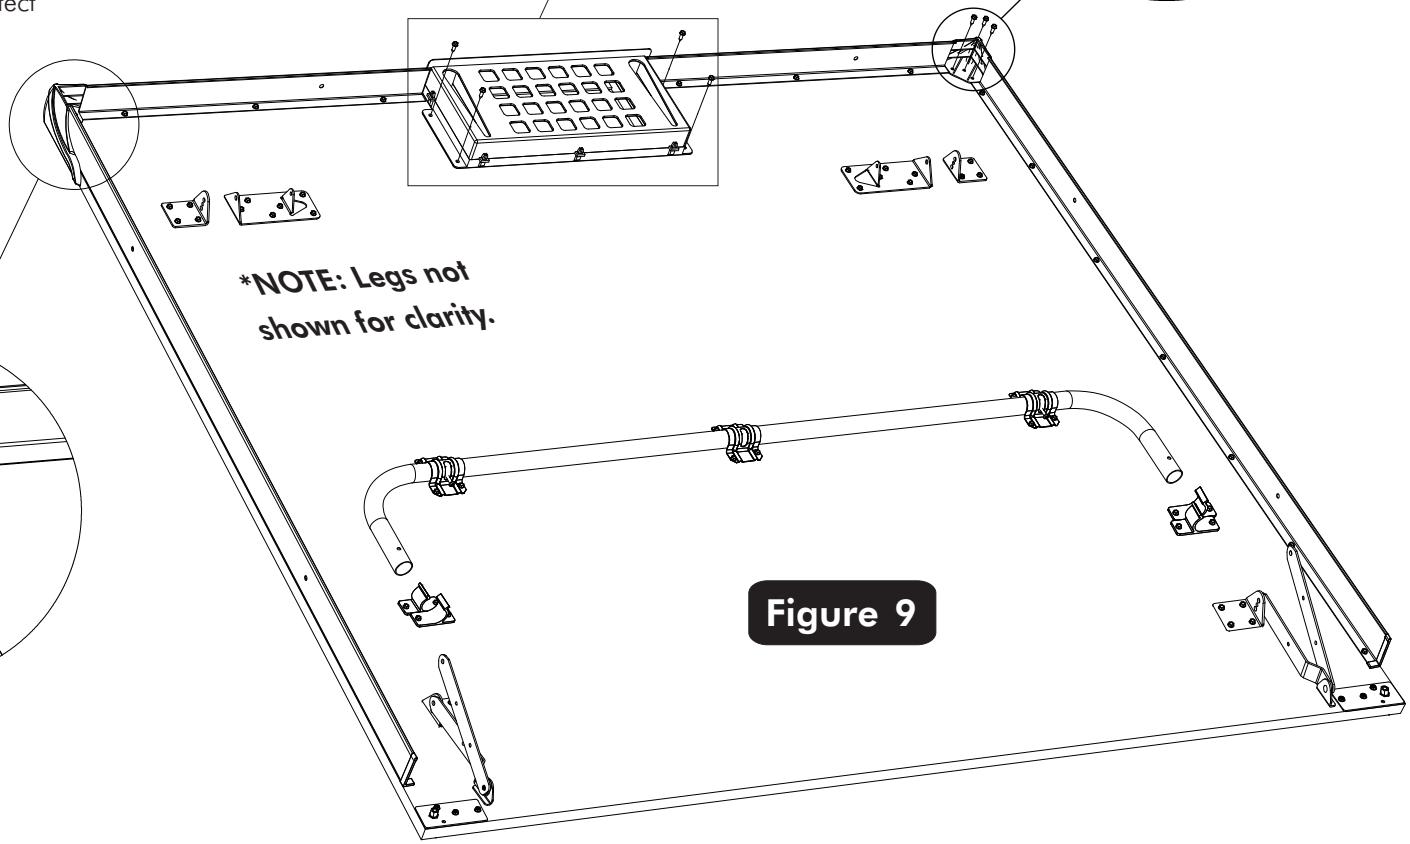

Figure 9
15. Line up holes in Storage Tray with Indentations in table top and attach it to the bottom of the table with four (#5) screws as shown in **Figure 9** and **Detail J**.
16. Lay Corner Caps (#40) on table as shown in **Figure 9**. Secure to bottom of table with three Screws (#5). See **Detail H & Detail G**.